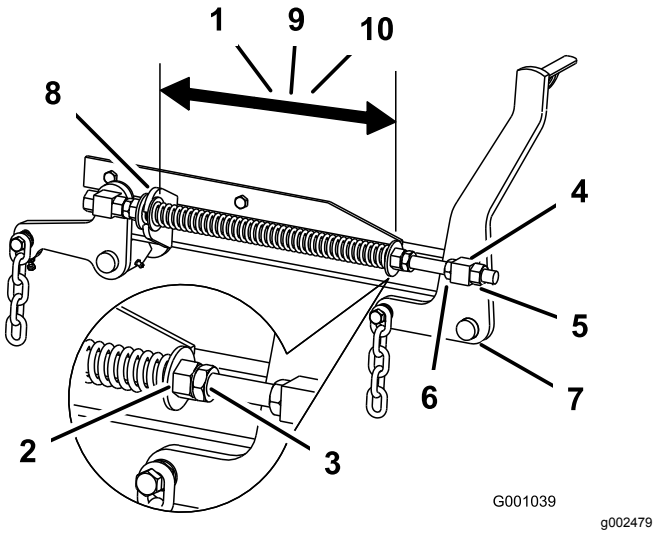

Figur 107
2. Sjekk avstanden mellom de to store skivene, den må være 28,2 cm for 52 tommers klippeenheter, 26,7 cm for 60 tommers klippeenheter, eller 29,2 cm for 72 tommers klippeenheter (Figur 107).
3. Juster denne avstanden ved å løsne låsemutteren for fjæren og mutteren foran hver fjær (Figur 107).
4. Lås mutteren i stilling ved å trekke til fjærens låsemutter (Figur 107).